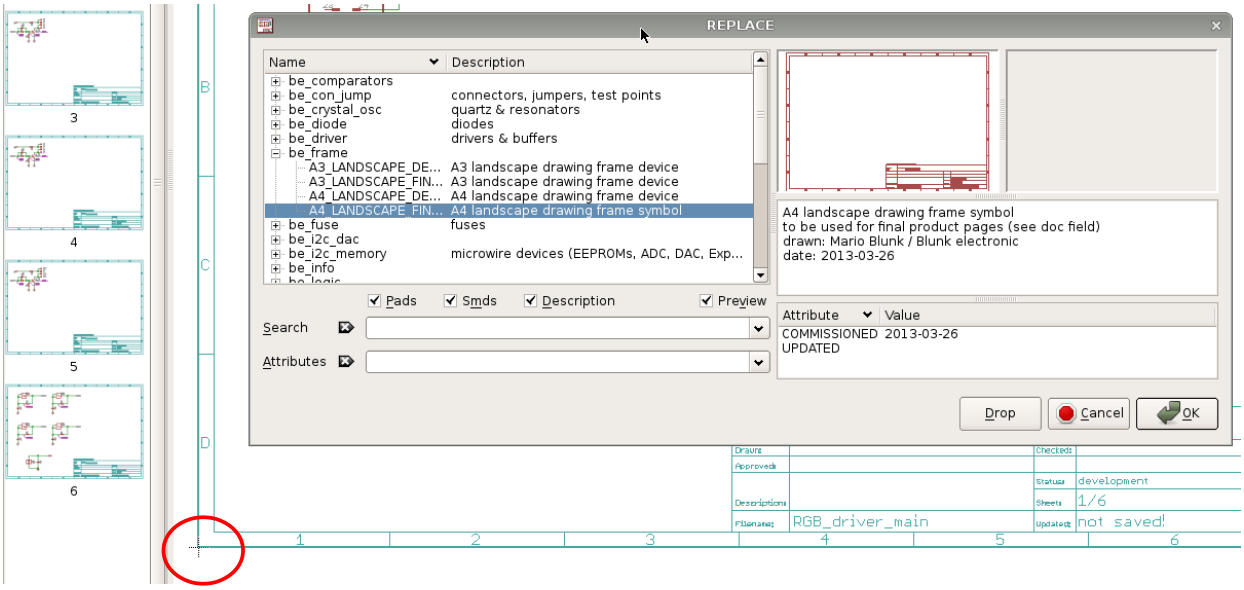
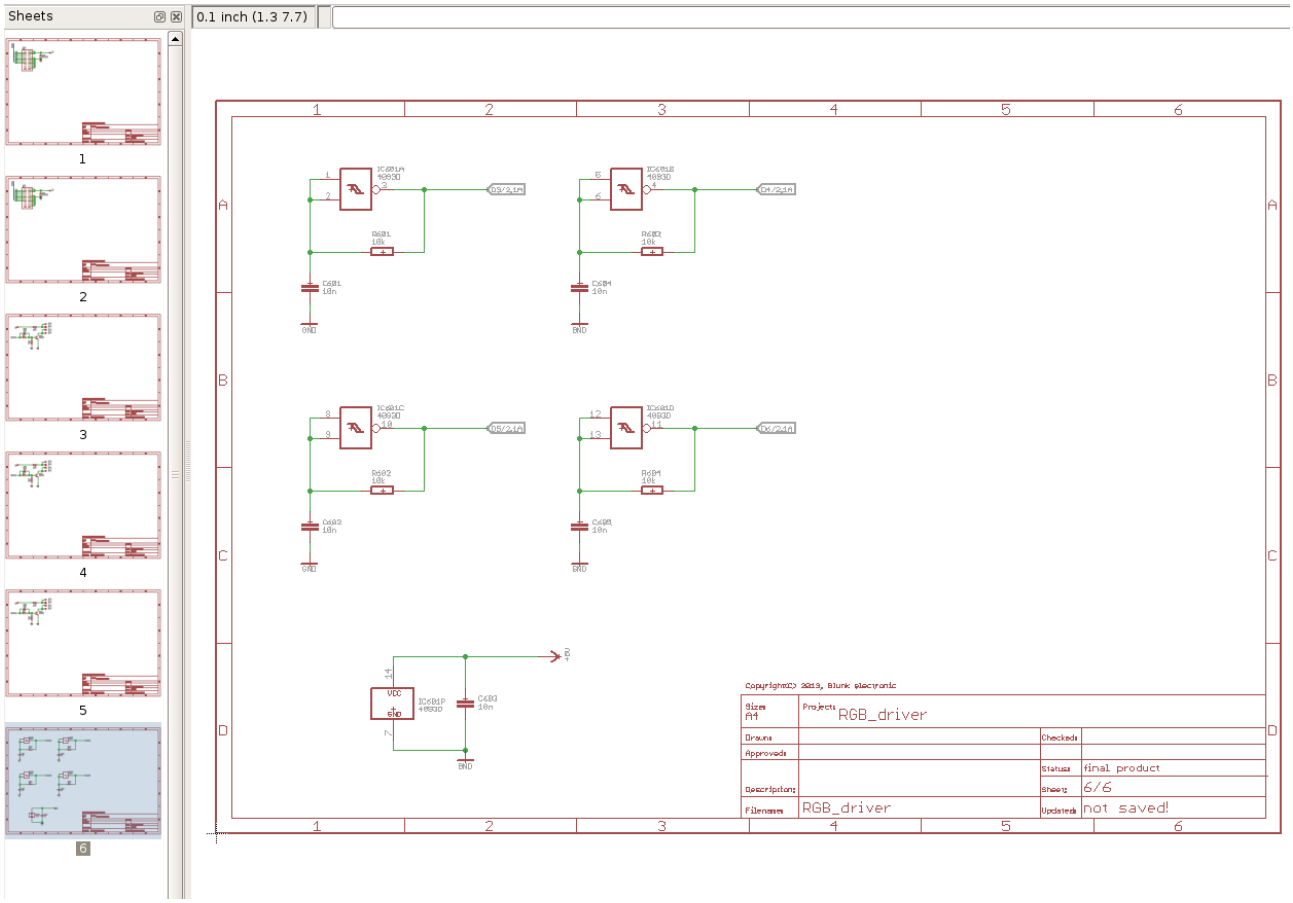

Figure 26: replace drawing frames
Figure 27: final main module schematic
1) Replacing “development” drawing frames by “final product” frames. Use the EAGLE command `replace` , select the new frame from the library and left click on the drawing origin (**red circle** in Figure 26). The color of the frame changes from turquoise to red in the schematic drawing. See final schematic in Figure 27.